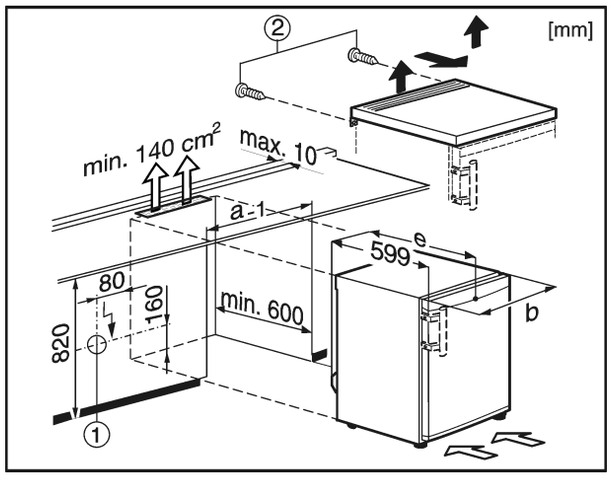

*Fig. 9*
La prise *Fig. 9 (1)* ne doit alors pas se trouver à l'arrière de l'appareil pour être facilement accessible.
▶ Retirez les vis *Fig. 9 (2)* à l'arrière.